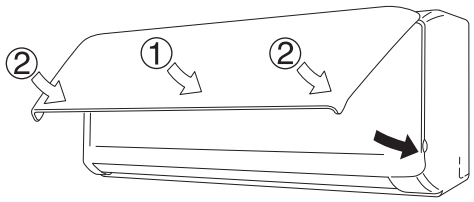

Fig. 3-18
(6) Inserire la parte superiore del filtro antimuffa nell'unità interna e agganciarne la parte inferiore alle apposite sporgenze.
(7) Per chiudere il pannello anteriore se ne deve prima premere la parte centrale e quindi gli angoli inferiori destro e sinistro sino a udirne lo scatto in posizione. (Fig. 3-18)